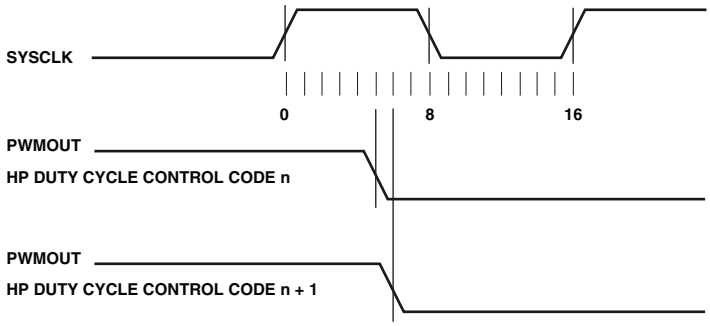
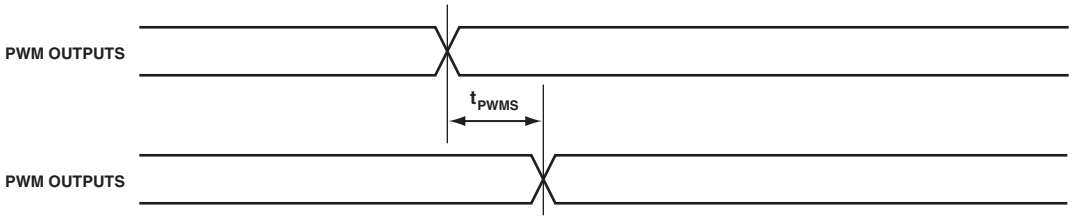

*Figure 58. Fractional Duty Cycle Edge Placement (4-Bit Resolution)*
*Figure 61. PWM HP and MP Modes Timing, Output Skew*
Table 87, Table 88, and Figure 58 through Figure 61 describe heightened precision (HP) PWM operations.
[2] See Figure 58 for an example of 4-bit resolution of fractional duty cycle edge placement.